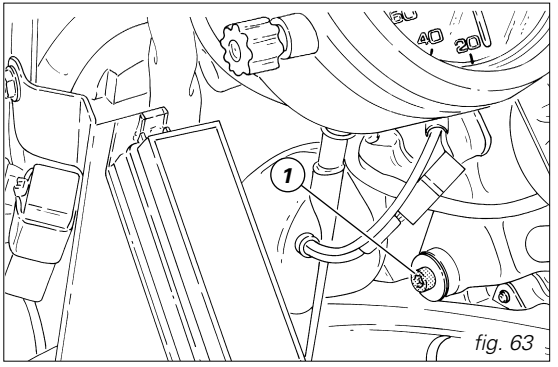

fig. 63
***Headlamp** (fig. 63)*
To gain access to headlamp bulbs remove the side guards of the instrument panel (see page 50). To facilitate this operation, you may remove the screw (1, fig. 63) that holds the instrument panel to the headlamp holder and lift the instrument panel.